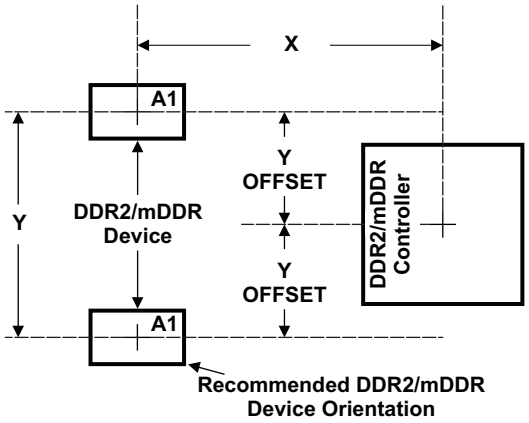

Figure 6-20. C6742 and DDR2/mDDR Device Placement
Figure 6-19 shows the required placement for the device as well as the DDR2/mDDR devices. The dimensions for Figure 6-20 are defined in Table 6-28. The placement does not restrict the side of the PCB that the devices are mounted on. The ultimate purpose of the placement is to limit the maximum trace lengths and allow for proper routing space. For single-memory DDR2/mDDR systems, the second DDR2/mDDR device is omitted from the placement.
(1) See Figure 6-20 for dimension definitions.
(2) Measurements from center of device to center of DDR2/mDDR device.
(3) For single memory systems it is recommended that Y Offset be as small as possible.
(4) Non-DDR2/mDDR signals allowed within DDR2/mDDR keepout region provided they are separated from DDR2/mDDR routing layers by a ground plane.
(5) w = PCB trace width as defined in Table 6-27.